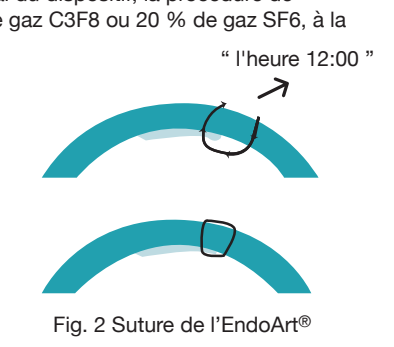

Fig. 2 Suture de l'EndoArt®
20. Suturer l'implant (suture unique, non résorbable, parfaitement à la perpendiculaire au centre, comme sur la Fig. 2). L'orientation perpendiculaire de la suture est important pour éviter une décentration. La suture ne sera pas retirée avant 12 semaines après une fixation évidente. Il est conseillé de la retirer dans les 6 mois suivant une bonne fixation.